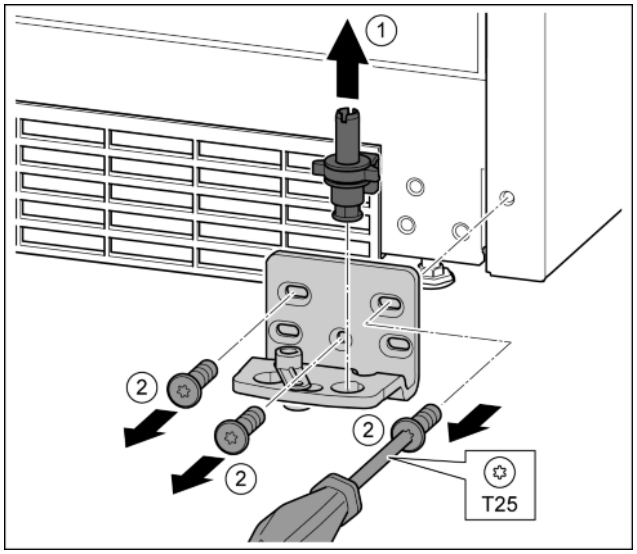

Fig. 14
▶ Lift the bearing bolts upwards and remove. *Fig. 14 (1)*
▶ Remove the screws with the T25 screwdriver and remove the bearing bracket. *Fig. 14 (2)*